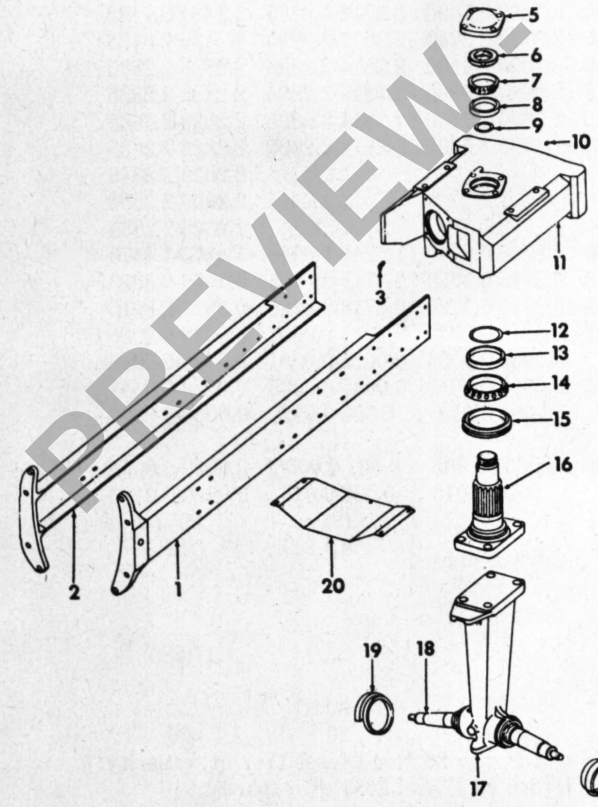

Fig. 2—Exploded view of front support, tricycle type front axle and components used on Farmall tractors.
Farmall tractors are available with either of the two single front wheels in Fig. 1, or may also be equipped with a dual wheel tricycle type shown in Fig. 2.
2. The pedestal (17—Fig. 2) for tricycle type dual wheels is bolted to steering pivot shaft (16). The pedestal is available as a pre-riveted assembly or the pedestal and axle (18) are available as separate repair parts. Wheel bearings are adjusted to a slight preload.